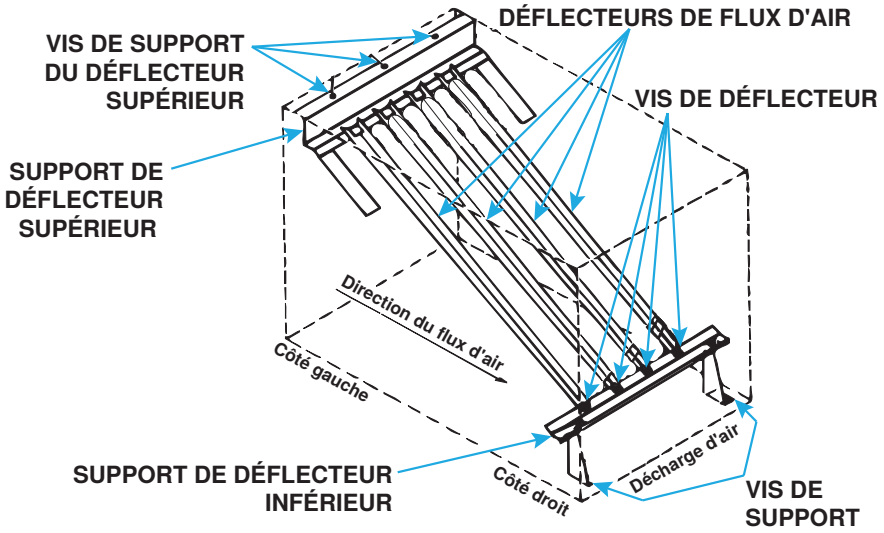

Figure 27. Déflecteurs de flux d'air
b. Pour les fours standard (pas un haut débit CFM), enlevez les vis de déflecteur (voir **Figure 27**). Soulevez légèrement chaque déflecteur et faites-le glisser vers l'avant. Enlevez complètement tous les déflecteurs de l'échangeur de chaleur.